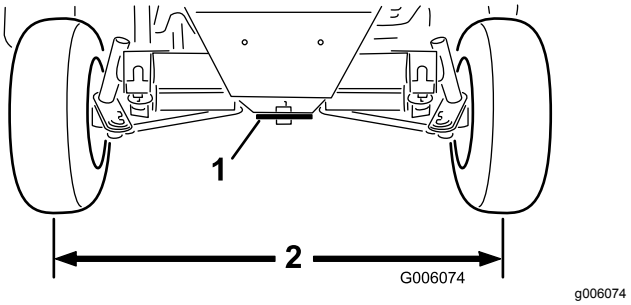

**Figur 64**
2. Juster begge styreforbindelsesstænger, indtil afstanden fra midten til midten foran og bag baghjulene er den samme (Figur 64).